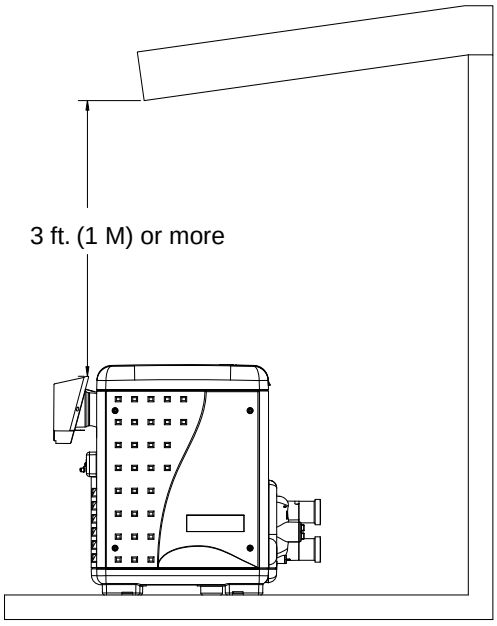

Figure 8.
If the heater is located under a roof overhang, there must be at least three (3) feet (1m) of clearance between the bottom of the overhang and the top of the heater exhaust vent, see Figure 8. If the heater is under a roof overhang, the space around the heater must be open on three sides. **DO NOT, under any circumstances, install the heater under ANY deck.**